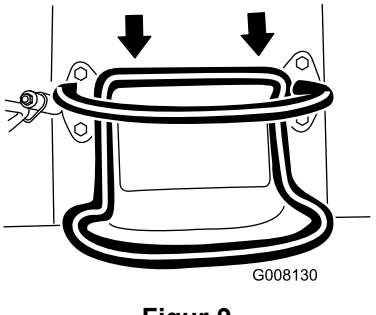

Figur 9
- För drivreglaget bakåt för att köra bakåt (Figur 9).